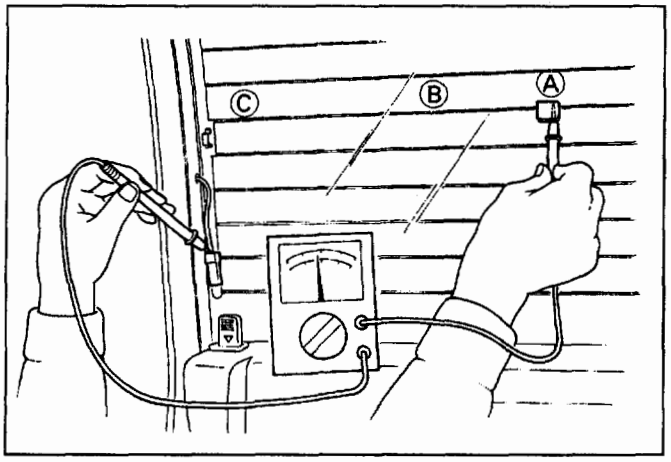

Fig. 8-130
4. Check that the voltage becomes smaller from Ⓐ to Ⓑ to Ⓒ (Fig. 8-130).